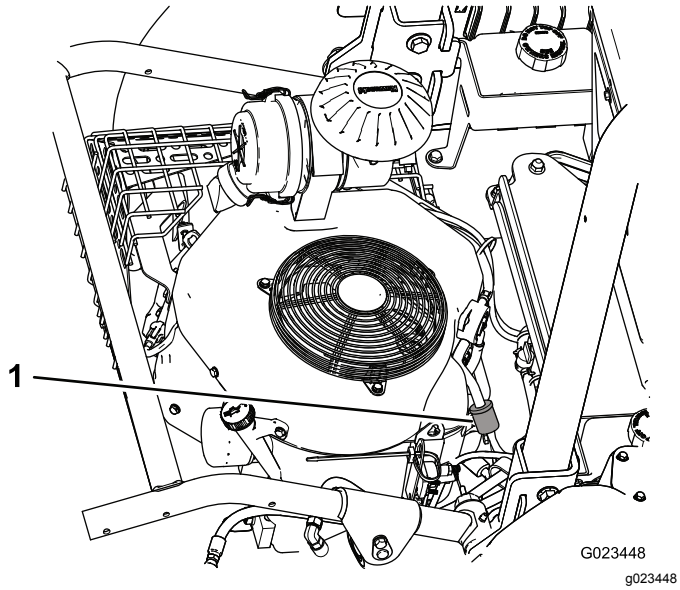
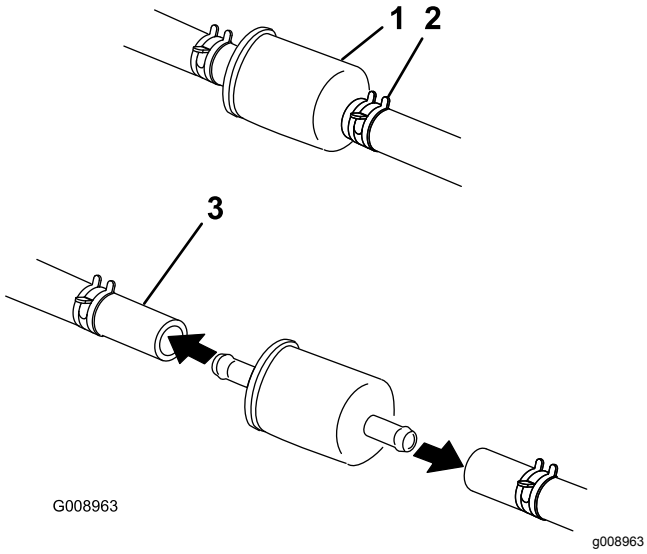

**Figur 47**
**Figur 48**
2. Løsne slangeklemmen på forgassersiden av filteret og fjern drivstoffledningen fra filteret (Figur 47 og Figur 48).